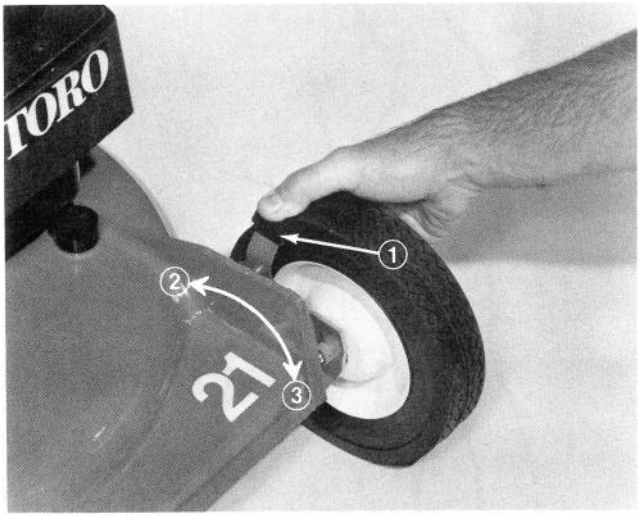

Figure 7
Height-of-Cut Adjusters (Fig. 7) – The height-of-cut adjuster controls the height of the mower for cutting.
The height-of-cut is adjustable from approximately 25 mm to 76 mm, in 13 mm increments, and letters cast into the housing represent each graduated increment (Fig. 7).
2. Place thumb against height-of-cut adjuster and fingers on outside of wheel (Fig. 7).